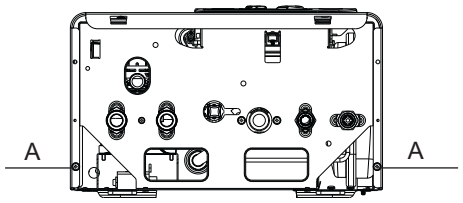

рис. 4.1
- Отвинтите крепежные винты A (рис. 4.1) и снимите облицовку